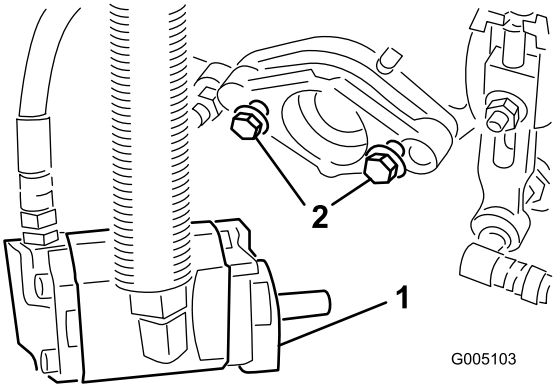

Figur 10
6. La ca. 13 mm av gjengene være eksponert på hver monteringsbolt for spoledrivmotoren (Figur 10).
8. **Stram monteringsboltene** (Figur 10).